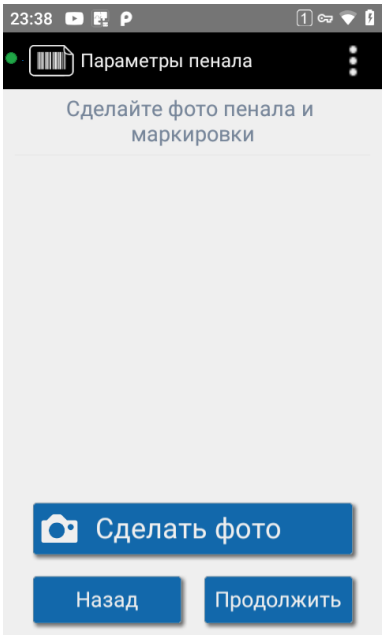

Рисунок 96. Фотографирование нового пенала
2. Сфотографируйте пенал и маркировку: «Сделать фото», коснитесь центра экрана для фокусировки, сделайте снимок (см. Рисунок 96). Нажмите «Продолжить».